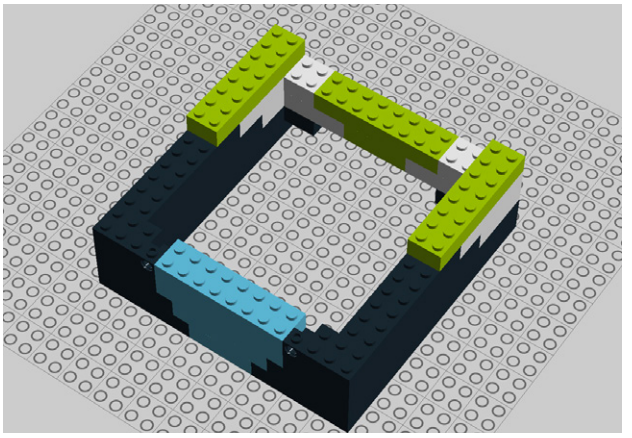

Figure 9-24. *Step 19: Adding three 2x8 and one 2x4 bricks*
19. Connect three 2x8 bricks. Trap a 2x4 brick underneath the middle one (Figure 9-24).